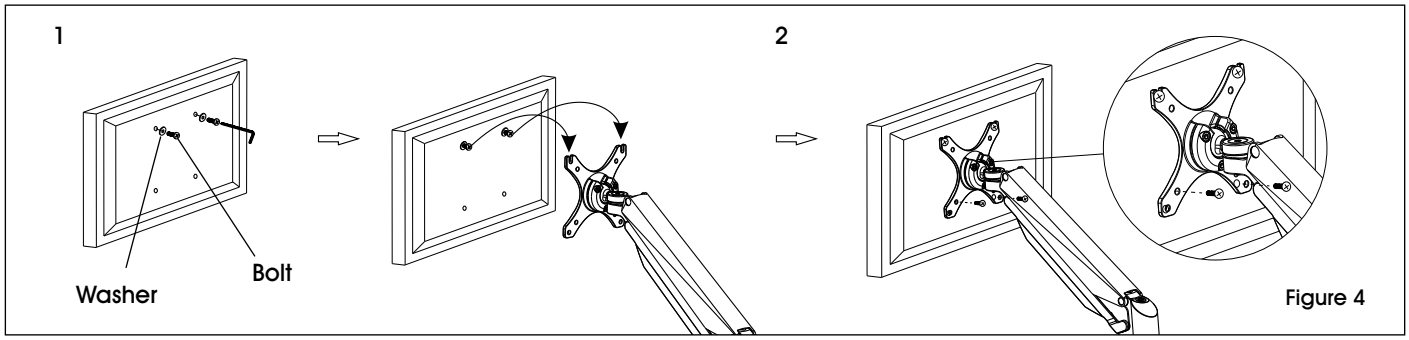

Figure 4
1. One person should hold the monitor and align the bolt holes on the back of the monitor with the mounting plate. The second person should insert bolts into the top two holes in the mounting plate and monitor. Loosely tighten both bolts. (See Figure 4)